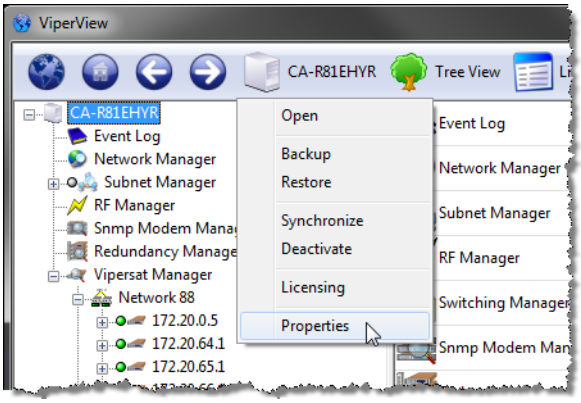

Figure 2-8 Server Menu, ViperView
1. Click on the Server icon in the menu bar and select **Properties**, as shown in figure 2-8.